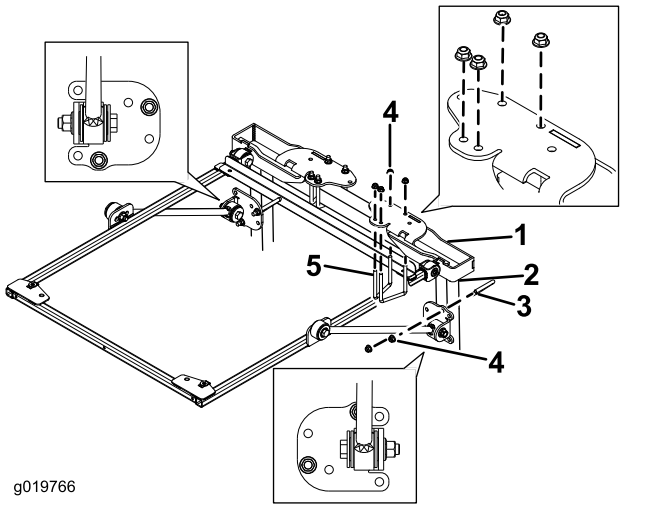

Figure 22
9. Position the ROPS-mounting brackets onto the top of the traction unit roll bar (Figure 22). Make sure that the roll bar is centered in the ROPS-mounting brackets.
10. Using the mounting holes shown in Figure 22, ROPS-mounting brackets to the top of the roll bar with 2 U-bolts (2-3/4 inch) and 4 flange nuts.
11. Using the mounting holes shown in Figure 22, loosely secure each of the brace brackets to the roll bar posts with a U-bolt (4 inches) and 2 flange nuts.